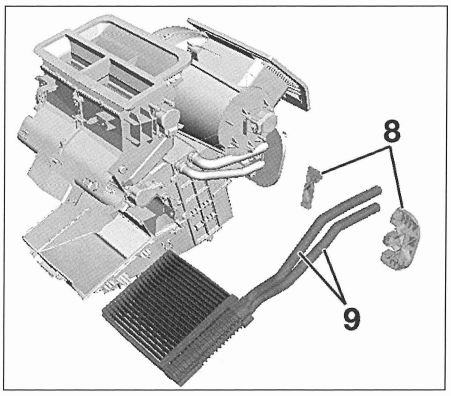

FIG. 14
- las 2 partes de la guía de los manguitos en el salpicadero (8) **(fig. 14).**
• Cortar las tuberías rígidas (9) del radiador de calefacción.